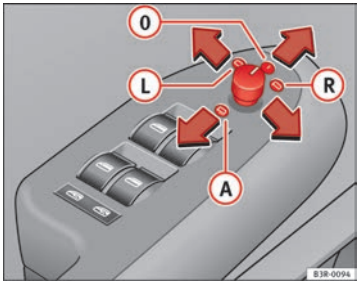

Abb. 102 Ausschnitt aus Armlehne: Drehknopf ▶
– Drehen Sie den Drehknopf in Stellung ⇒ Abb. 102 (L) (Fahreraußenspiegel) oder in Stellung (R) (Beifahreraußenspiegel).
Beim Einlegen des Rückwärtsgangs kippt die Spiegelfläche etwas nach unten, wenn auf den Beifahreraußenspiegel umgestellt ist (Drehknopf in Stellung (R) ⇒ Abb. 102). Dadurch wird beim Einparken die Sicht zur Bordsteinkante ermöglicht.